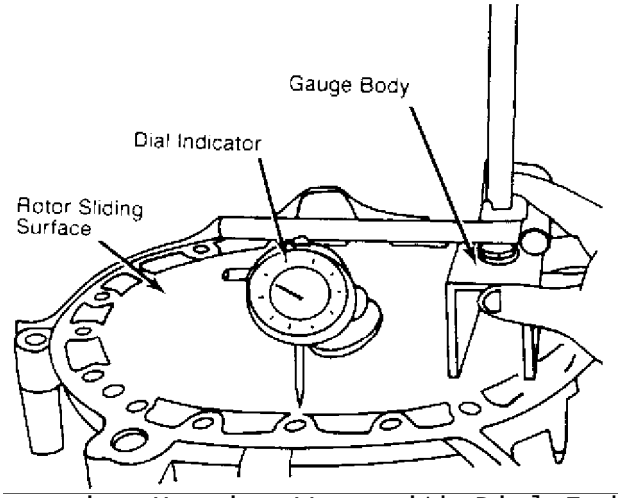

Fig. 6: Measuring Housing Wear with Dial Indicator
4) Check for stepped wear on rotor sliding surfaces of the 3 housings . Measurements are made using a dial indicator and gauge body. See Fig. 6.